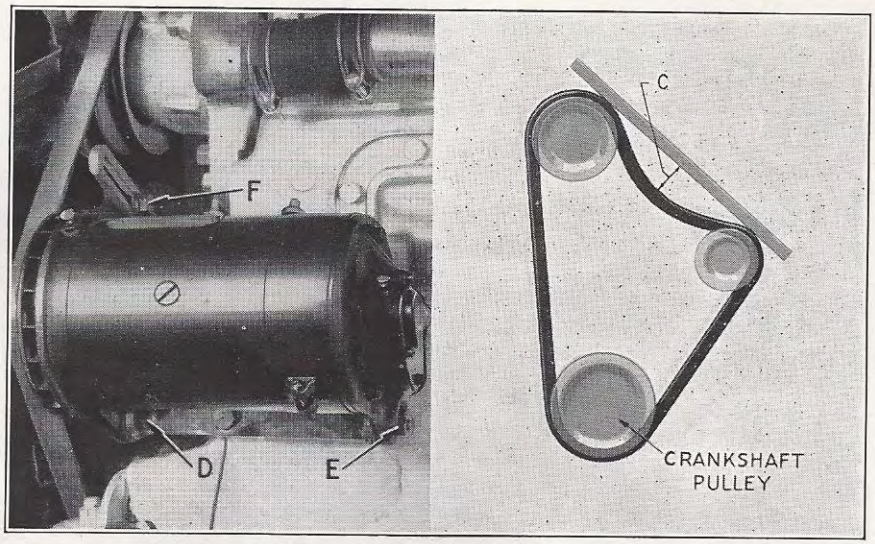

Figure 22
The belt may be adjusted to its proper operating tension by loosening mounting bolt nuts (D, E and F), Fig. 22, and swinging the generator outward to increase tension and inward to decrease tension. It should be possible to depress the belt approximately ¾", as shown at (C). Be sure mounting bolt nuts are properly tightened after adjustment.